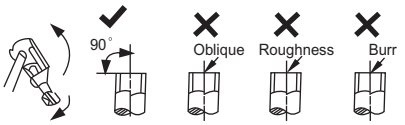

Fig. 27 — Cut the pipe
2. Cut the pipe, with a pipe cutter, at 90 degrees (see Fig. 27).